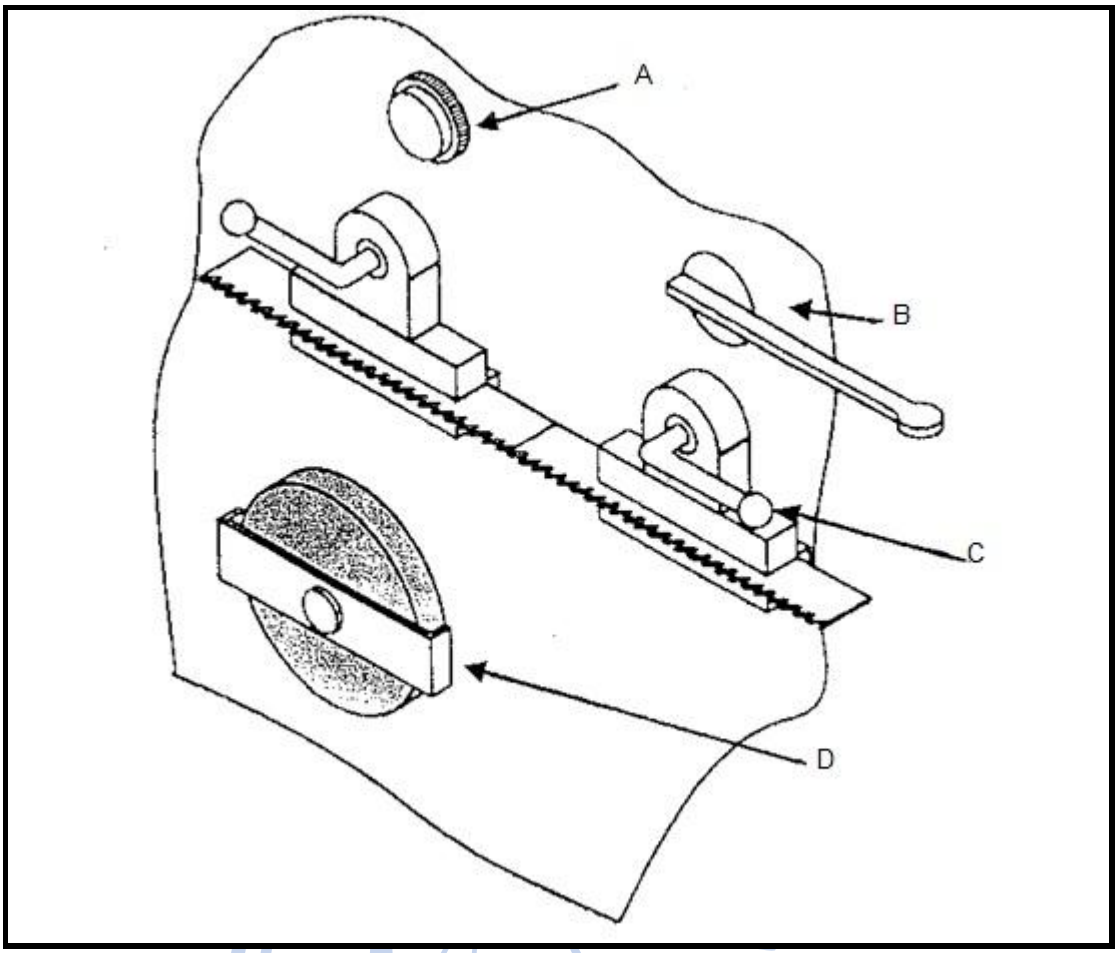

FIGUUR 1
4.2 FIGUUR 1 hier onder toon die voorpaneel van 'n bandsaagmasjien.